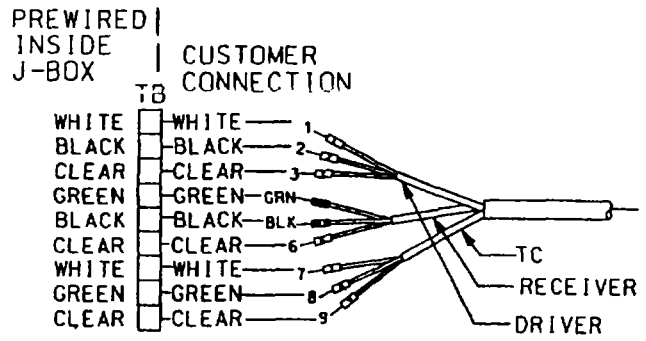

FIGURE 9. Sensor-Mounted Junction Box Wiring
5. Terminate the sensor wiring in the junction box. See Figure 9 for wiring details.
2. Terminate the sensor wiring in the junction box. See Figure 9 for wiring details.